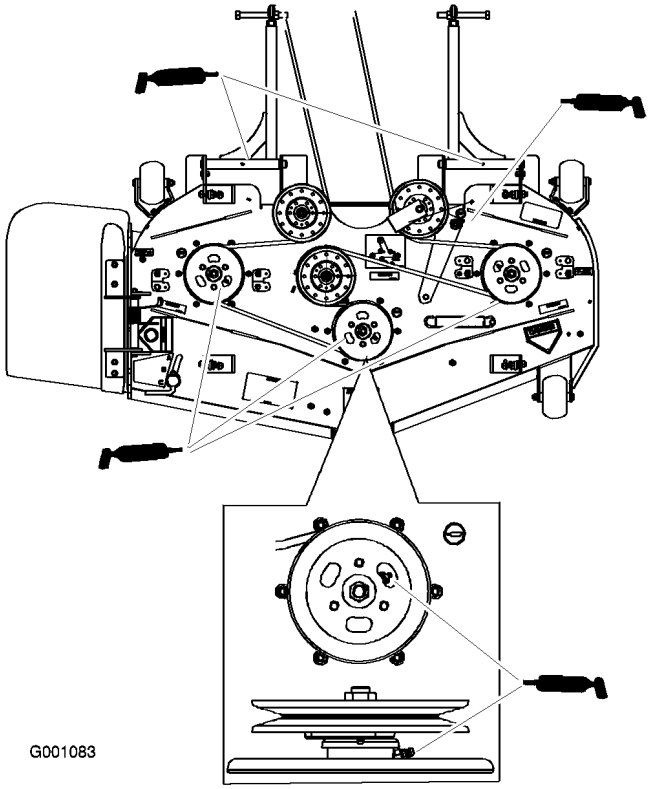

Figur 31
4. Smør de tre spindellejer under remskiverne, indtil der kommer fedt ud af de nederste tætninger (Figur 31).
5. Smør styrearmen på plæneklipperskjoldet (Figur 31).
6. Smør fittingerne på løftearmene (Figur 31).